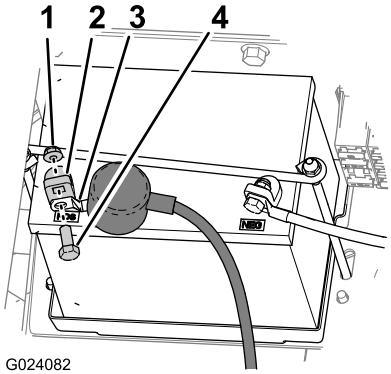

Figuur 2
5. Schuif de isolatorkap terug en verwijder de bout en moer waarmee de klem van de pluskabel aan de pluspool van de accu is bevestigd. (Figuur 2).